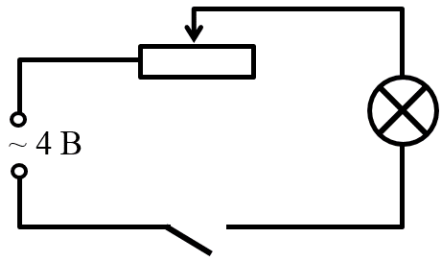

Рис. 3
1. Соберите электрическую сеть по схеме, изображённой на рис.3.